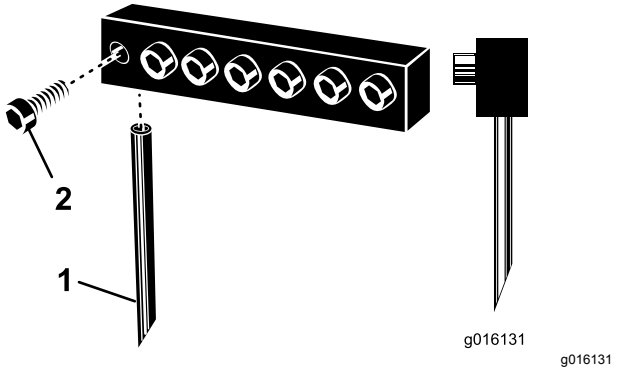

**Figur 30**
3. Lossa klämbultarna och ta bort de luftarpinnar som användes tidigare (Figur 30).
**Obs:** Ihåliga hålpipor ska placeras med utmatningsskåran bakåt, medan solida luftarpinnar ska vara vända med den vinklade pinnspetsen mot maskinen (Figur 30).